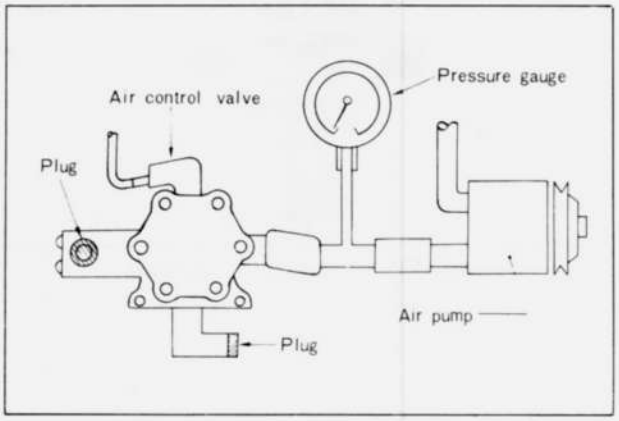

Fig. 1A–36 Checking of air pump
2. Attach a pressure gauge as in Fig. 1A–36.